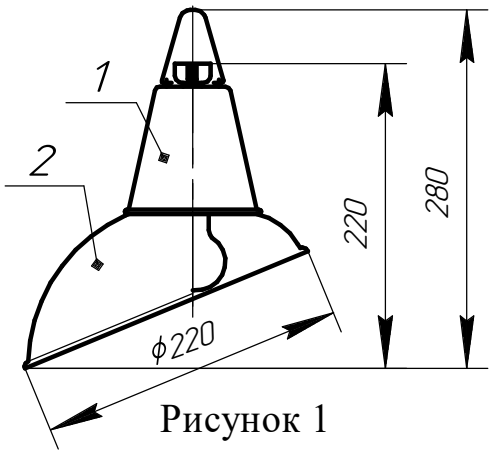

Рисунок 1
4.1 Светильники состоят из корпуса в сборе поз.1, (Рис.1, 2, 3, 4) в котором закреплен фарфоровый патрон, отражателя поз.2, (Рис.1, 2, 3, 4)